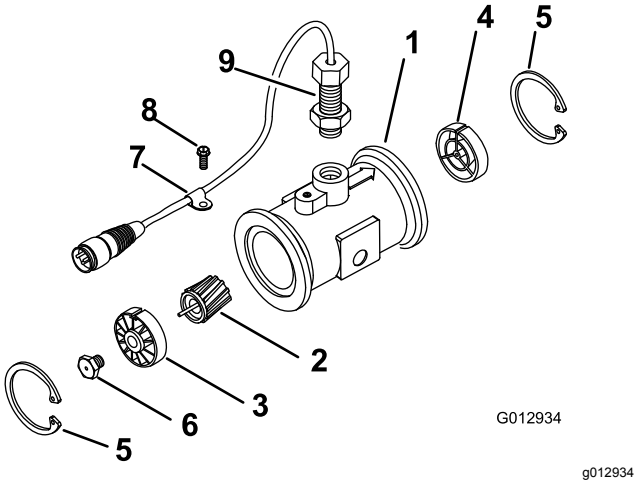

Figuur 59
3. Verwijder de borgring aan de stroomopwaartse kant (Figuur 59).